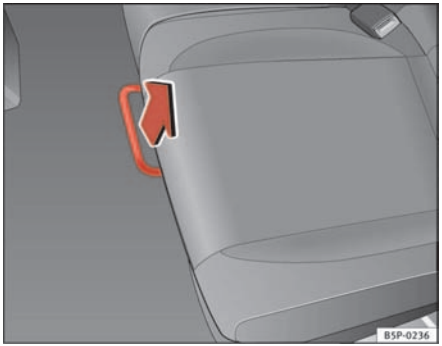

Fig. 96 For unlocking the rear seat
– In the seated position, unlock the lever in the direction of the arrow ⇒ page 131, fig. 96.